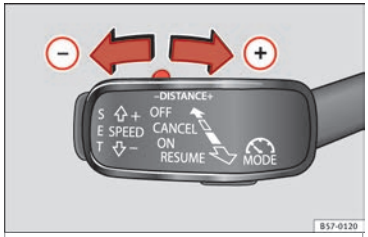

Fig. 181 Control lever: setting the distance.
- To display the distance currently programmed, briefly press the rocking button ››› Fig. 181.